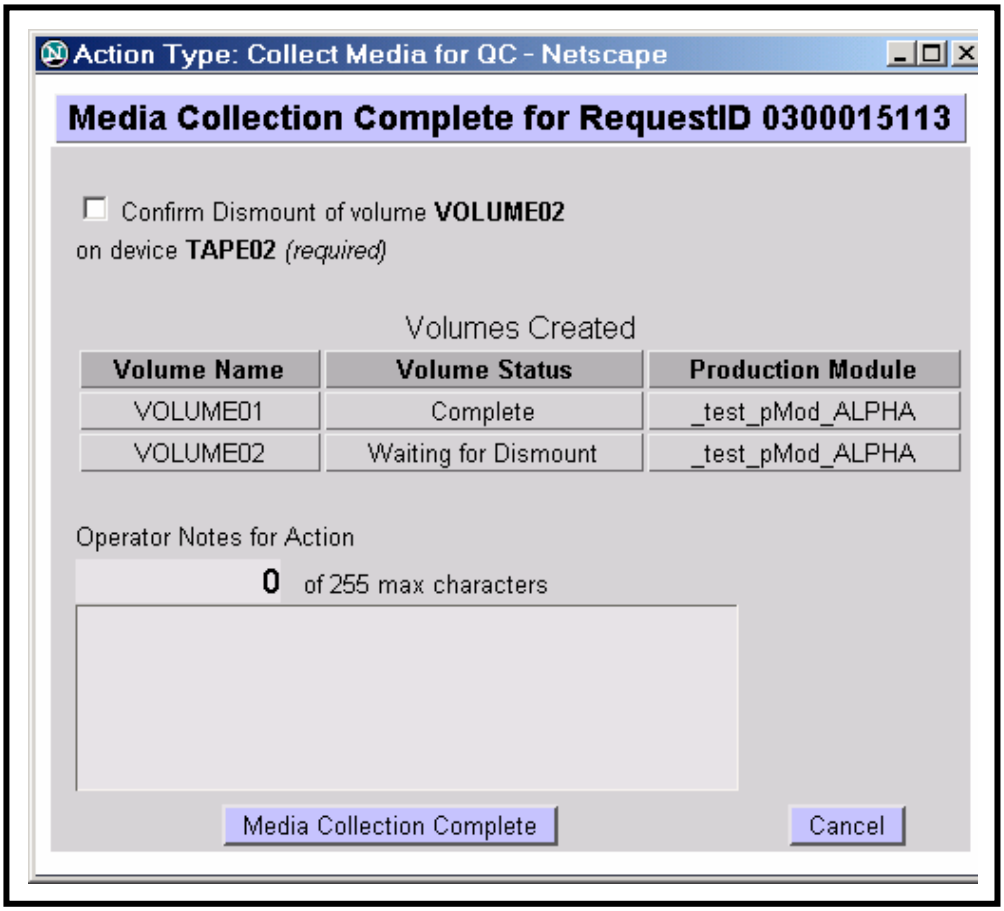

Figure 92. Media Collection Complete Page
The **Media Collection Complete** page (Figure 92) provides the full-capability operator with a means of confirming media collection complete for PMD (i.e., the recently created volume(s) that was/were waiting for dismount has/have been dismounted). The full-capability operator has the option of annotating the action.
- A **Media Collection Complete** dialogue box (Figure 92) is displayed.